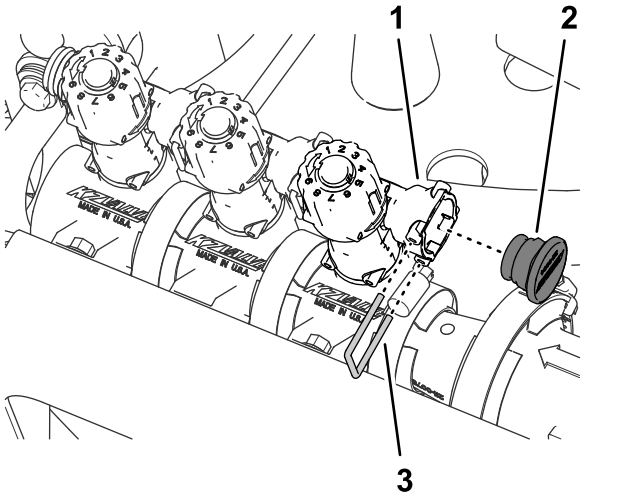

Rysunek 67
8. Zamocuj korek do gniazda szybkozłącza zaworu obejścia (Rysunek 67).
9. Zamocuj korek do szybkozłącza za pomocą zapinki zdjętej w kroku 3 (Rysunek 67).